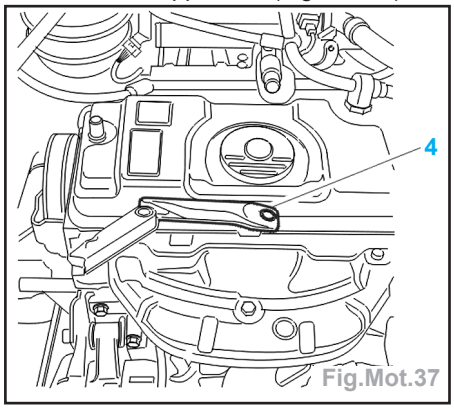

Fig.Mot.37
- Sans déposer la vis de fixation sur la culasse, ramener le tirant (4) vers le collecteur d'échappement (Fig.Mot.37).